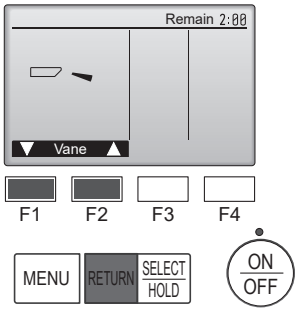

Fig. 7-4
② Appuyez sur la touche [SELECT/HOLD] pour afficher l'écran de fonctionnement du volet puis appuyez sur les touches [F1] et [F2] pour contrôler le volet automatique. (Fig. 7-4)